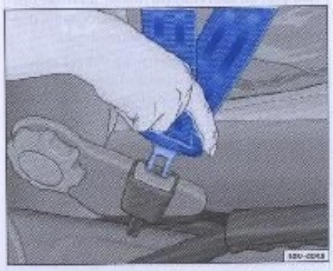

Fig. 12 Cierre y lengüeta del cinturón de seguridad
– Inserte la lengüeta de encaje en el respectivo alojamiento del cierre en el asiento, hasta encajarla y oír el ⇒ fig. 12 clic" característico ".